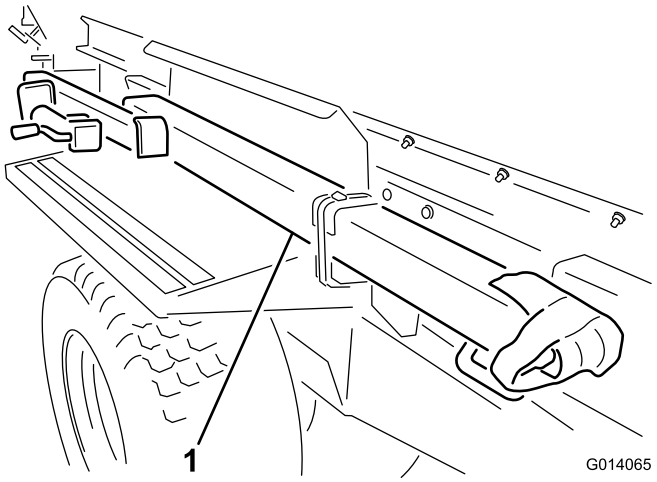

Figuur 3
3. Haal de trekhaak uit de transportstand door beide banden door te snijden waarmee de trekhaak aan het spatscherm is bevestigd ((Figuur 3). Verwijder beide montagebeugels van het spatscherm en gooi deze weg.